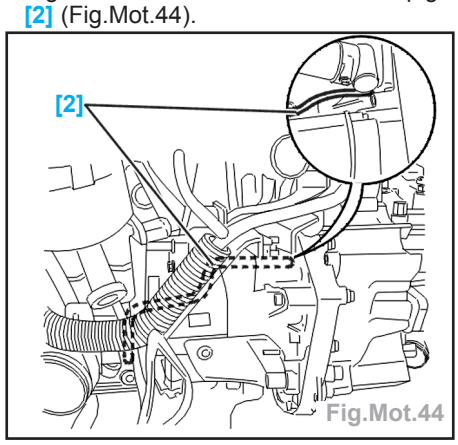

Fig.Mot.44
- Piger le volant moteur à l'aide de la pige [2] (Fig.Mot.44).